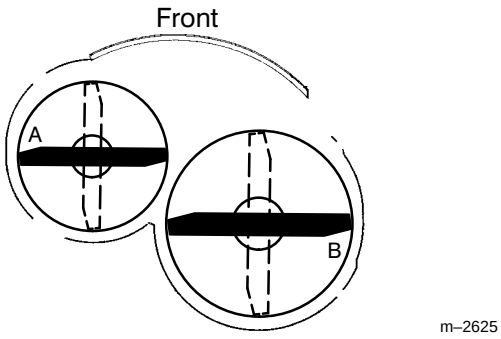
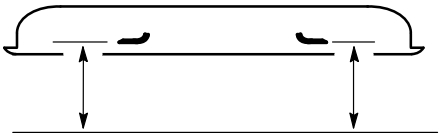

Figure 23
Figure 24
2. Position the blades side-to-side (Fig. 23). Measure at “A” and “B” locations (Fig. 23) from a level surface to the cutting edge of blades (Fig. 24).